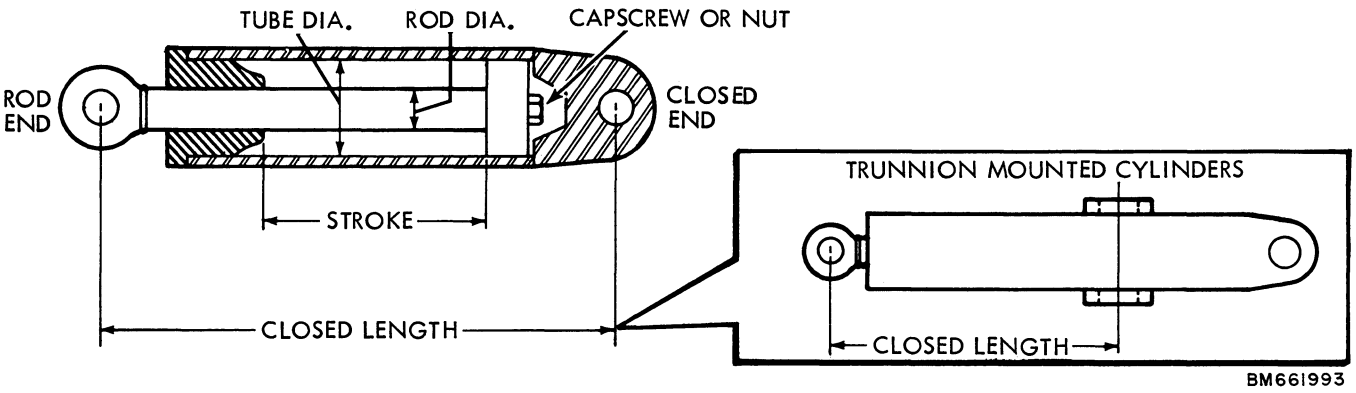

Figure 3D-81
5. Hoses not connected to proper ports in control valve.	5. Make certain secondary relief valve is connected in circuit to correct end of cylinder. Figure 3D-10.